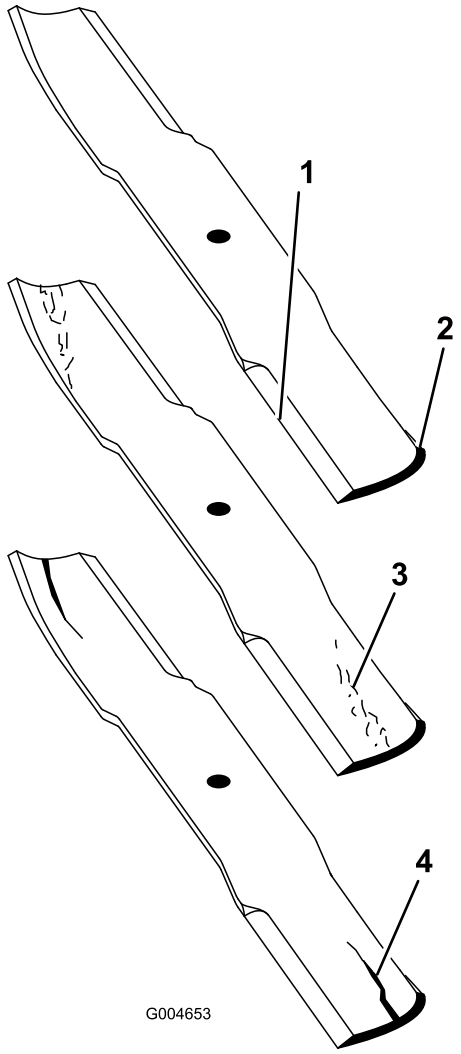

Figuur 65
1. Controleer de snijranden (Figuur 65). Als de snijranden niet scherp zijn of inkepingen vertonen, moet u de messen verwijderen en deze slijpen. Zie Maaimessen slijpen.
2. Controleer de messen, in het bijzonder de vleugel (Figuur 65). Als u beschadiging, slijtage of groefvorming in dit deel constateert (Figuur 65), moet u het mes direct vervangen.